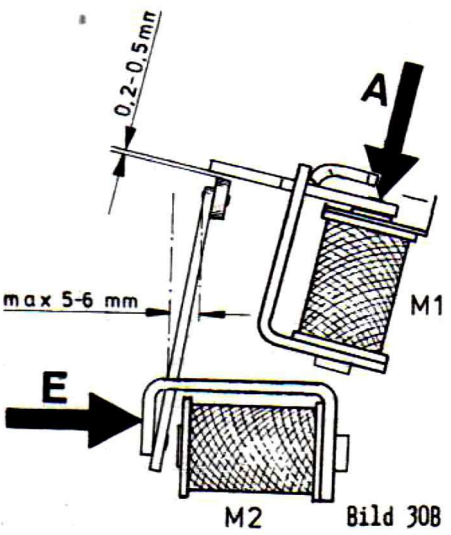

Bild 30B
3. Ist M1 angezogen (Anker bei -A-, Bild 30B, andrücken), dann lüftet seinAnker von der Isolierscheibe um 0,2 - 0,5 mm. Dazu ggf. die Anker - zunge M1 verformen und danach die Einstellung 1 kontrollieren.
3. When M 1 pulls (push at -A-),its armature should clear the M2 armature for 0,2-0,5mm (Bild 30B). Adjust by reforming M1 armature arm and return to check 1. for proper rest position.
3) Lorsque M2 est excité(armature en -E- contre le noyau) fig.30B, la distance entre l'armature et le disque doit être de 0,2-0,5mm. L'ajustement se fait en pliant l'armature de M1. Recontrôler alors 1 pour la position de repos.